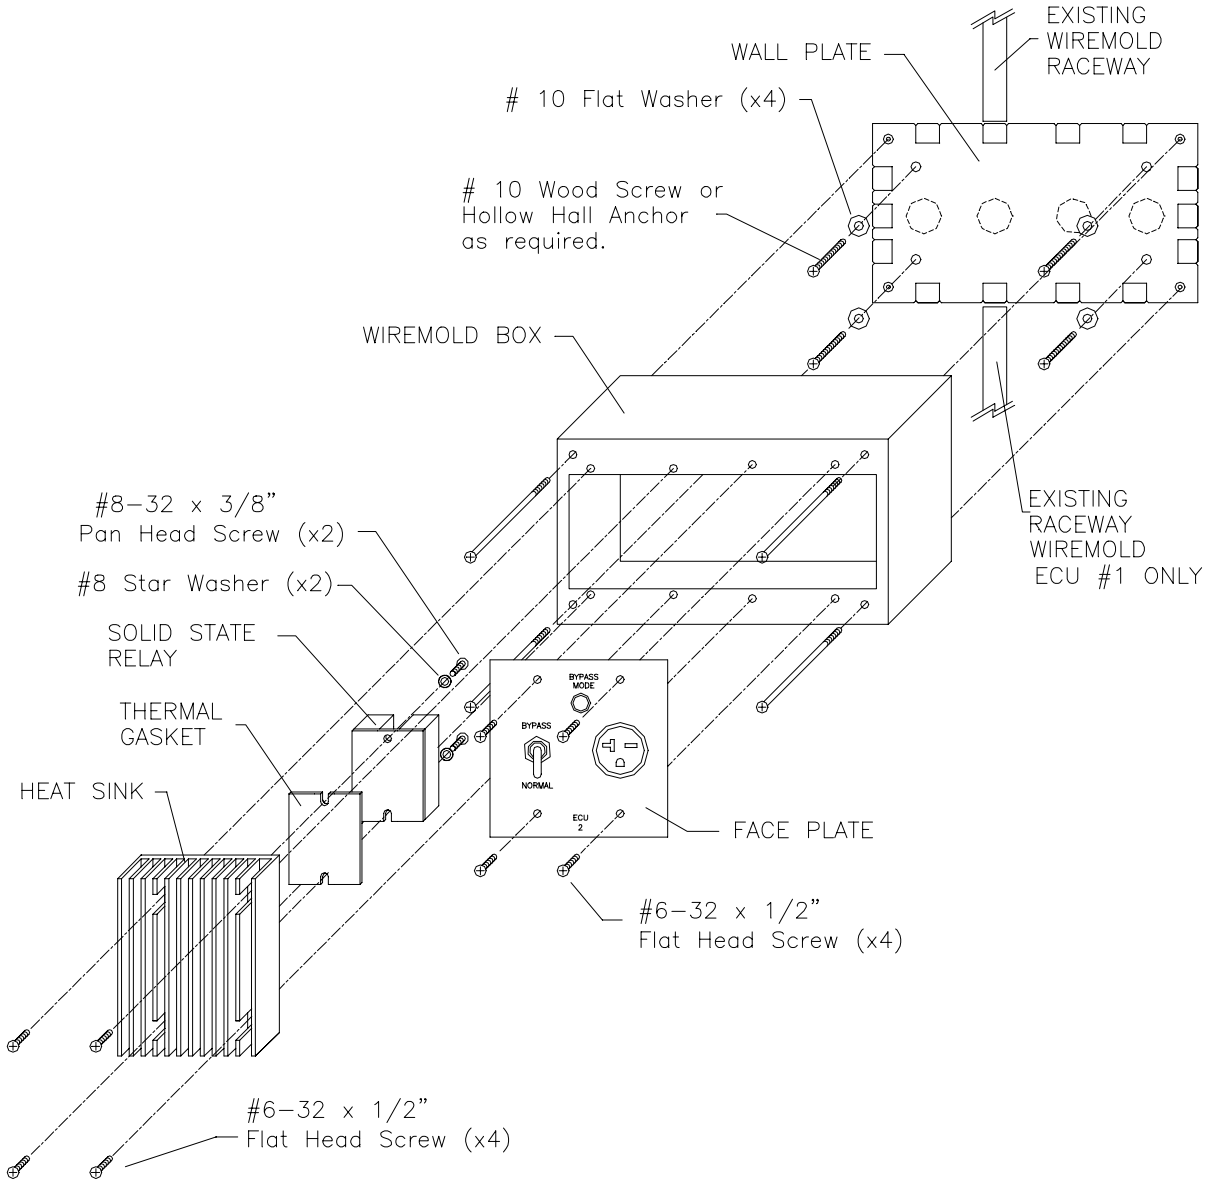

Figure 3-10 Air Conditioner Control Box Mechanical Assembly Diagram
7. Place the thermal gasket (supplied with the replacement relay) on the heatsink surface and attach the new relay to the heatsink as shown in Figure 3-10. Be sure to tighten the relay's mounting screws securely.